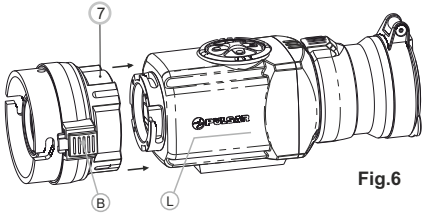

Fig.6
- Individuare il oculare per il visore applicabile in modo che il blocco **(B)** sia parallelo al logo Pulsar **(L)** sul corpo dell'apparecchio **(Fig.6)**.